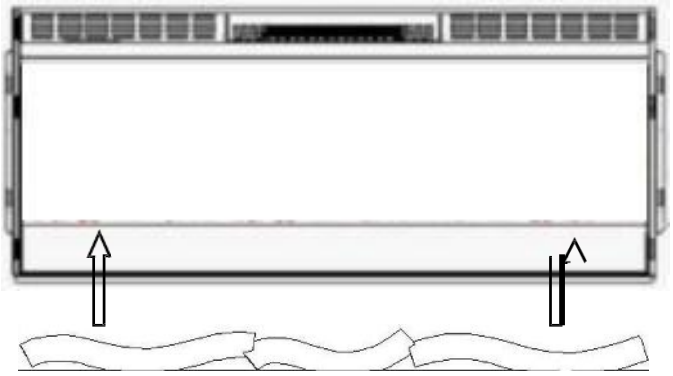

Figure 1.
C. If you want your fire with the log effect, remove the log effect from its packaging and reverse the order of steps A and B, completing the fuel-bed installation, see Figure 1. If you prefer the pebble effect, remove the log effect from the fire and place the media tray holder (H) onto the bottom tray. Next, carefully place the pebbles (G) onto the bottom tray as illustrated below. Apply an even layer from side to side, see Figure 2 and Figure 3. Reverse the order of steps A and B, completing the fuel-bed installation.